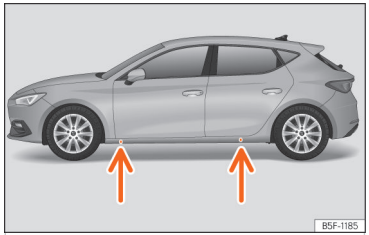

Abb. 251 Aufnahmepunkte für den Wagenheber.
- Suchen Sie am Längsträger die Markierung des Wagenheberaufnahmepunktes (Eindrückung), die dem zu wechselnden Rad am nächsten liegt ››› (Abb. 251).